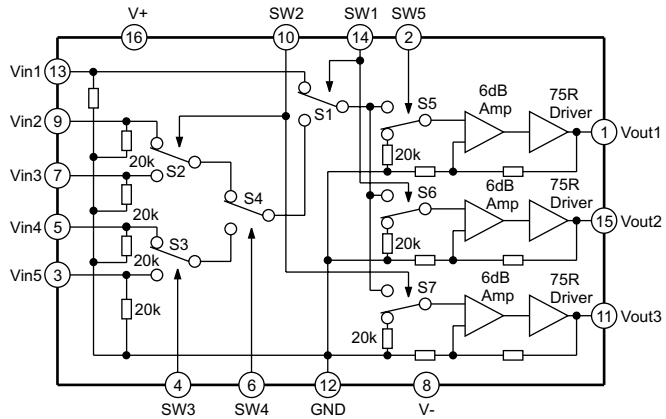

Rys.5. Schemat blokowy układu NJM2296.
Sygnały S-Video przełączane są przez układ IC801 - NJM2296 (rys.5). Układ ten wyposażono w 5 wejść wideo i 3 wyjścia wideo ze wzmacniaczami 6dB i *driverami* 75R. Do sterowania przełącznikiem wideo zastosowano 8-bitowy rejestr magistrali IC802 - BU4094, który sterowany jest szynami A-CLK (n.3), A-DATA (n.2) i BU4094-CE (n.1).
Sygnały z wejść S-Video przełączane są przez układy IC301, IC302 - NJM2296 (rys.5). W sygnale S-Video rozdzielone są sygnały luminancji (Y) i chrominancji (C). Układ IC301 służy do przełączania sygnałów chrominancji, a IC302 przełącza sygnały luminancji. Do sterowania przełącznikami wideo zastosowano 8-bitowy rejestr magistrali IC303 - BU4094, który sterowany jest szynami A-CLK (n.3), 4094-2DATA (n.2) i 4094-CE (n.1).